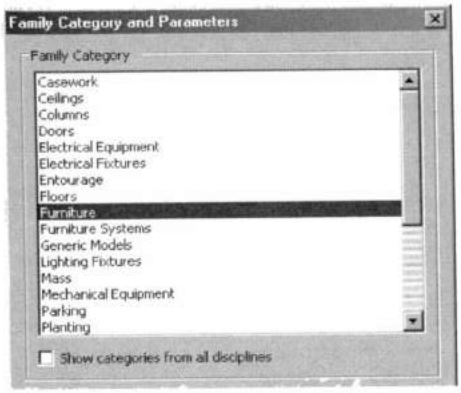

Рис. 11.8. *Назначение местному семейству категории*
2. В открывшемся боксе **Family Category and Parameters** (рис. 11.8) выбрать категорию, в которой будет создаваться на месте компонент. Нажать OK.